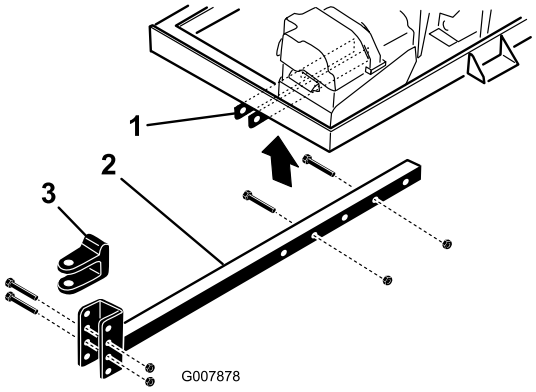

Figur 5
2. För in dragkroksröret i ramfästena (Figur 5). Fäst röret på ramen med två skruvar (3/8 x 3 tum) och flänsmuttrar (3/8 tum).
- Ta bort de skruvar och låsmuttrar som håller fast dragkroksklykan (Figur 5) på dragkroksröret.
- Lossa de skruvar och muttrar som håller fast dragkroksröret på ramfästena (Figur 5).